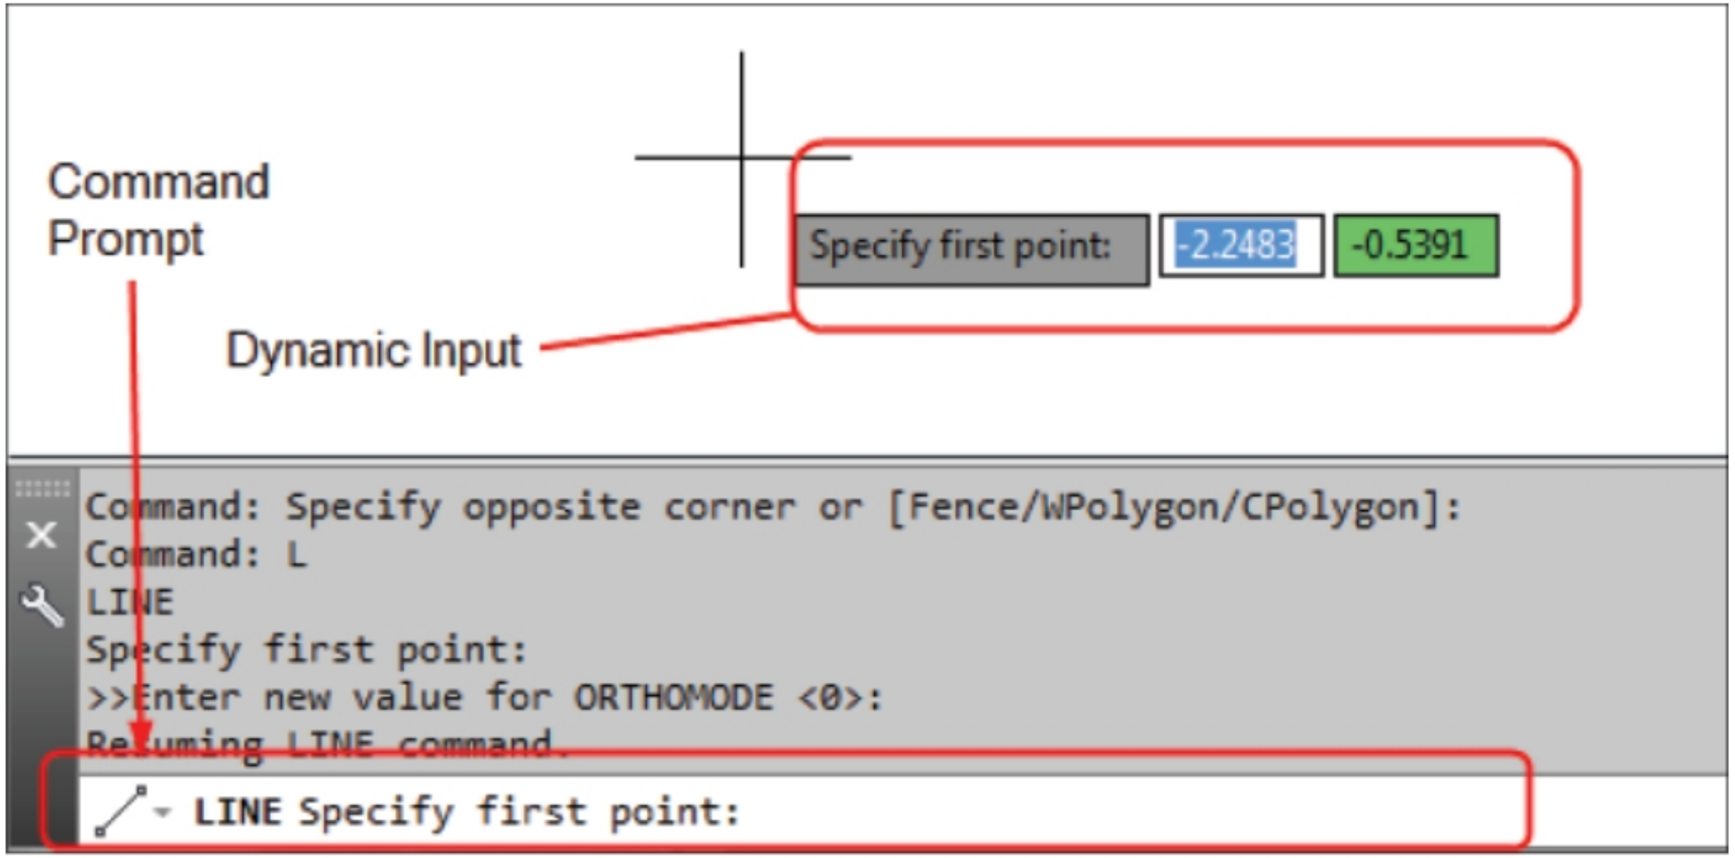

Figure-69. Command prompt
- To start any command or specify value of any variable, click on it in the box. The respective options will be displayed in the command window and you will be prompted to specify desired values. For example, type **L** at the command prompt in the **Command Window** and click on the **Line** tool at the top in the command box. You will be prompted to specify the position of the starting point of the line; refer to Figure-69. Enter the coordinate values for first point in command prompt. Press **ESC** to exit the tool.